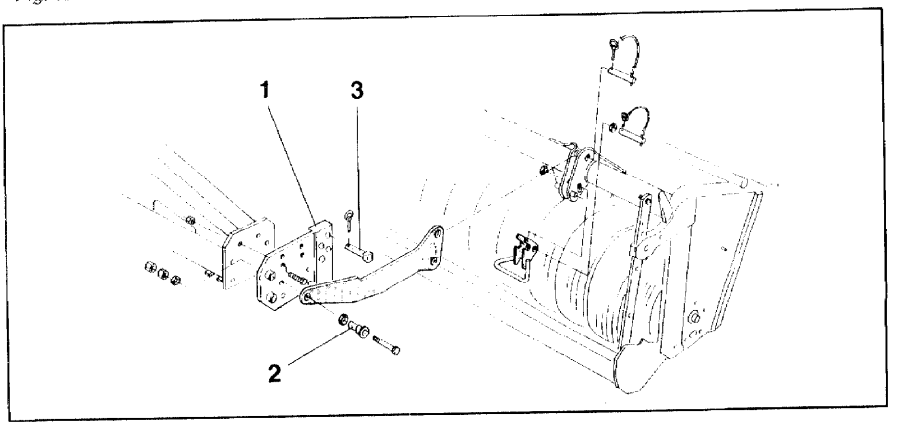

Fig. 16
Abstützungen (Fig. 16/1) links und rechts am Rahmen der Rüttelegge befestigen. Tragarme mit Hohlbolzen (Fig. 16/2) an den Abstützungen anschrauben.
- Zwei Tiefenregulierungsbolzen (Fig. 16/3), wie unter Pkt. 4 beschrieben, zunächst in das nächst höhere Loch **oberhalb** der Tragarme in beide Abstützungen (Fig. 16/1) einstecken und mit Klappsteckern sichern. Mit diesen Bolzen wird später die Arbeitstiefe eingestellt.